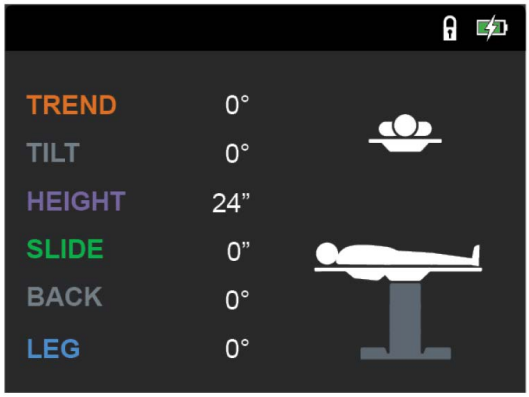

Figure 4-15. Écran LCD, commande manuelle
1. À l'aide de la commande manuelle, mettre la section appui-jambes à niveau (à l'horizontale) en appuyant sur le bouton **NIVEAU** de la commande manuelle (voir *Figure 4-15*).